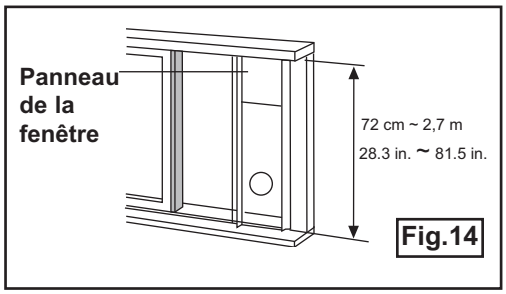

Fig.14
2. Fixez la trousse de glissière pour fenêtre au rebord de la fenêtre. Ajustez la longueur de la trousse de glissière pour fenêtre en fonction de la hauteur de la fenêtre est inférieure à 28.3 pouces. Ouvrez le châssis de fenêtre et posez la trousse de glissière pour fenêtre sur le rebord de la fenêtre. Voir fig. 14.